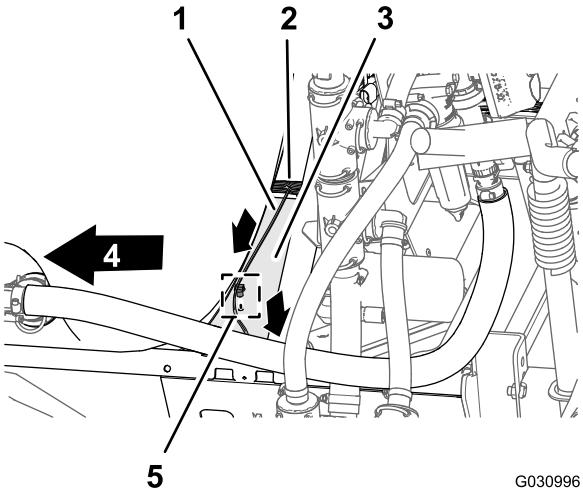

Figur 94
1. Før den 86,6 cm lange ledningssatsforgreningen for sprederpumpesolenoiden over toppen av sprederrammekanalen og ned mot sprederpumpesolenoiden (Figur 94).
2. Før inn skyvefestet til den 86,6 cm lange ledningssatsforgreningen i hullet i sprederrammekanalen (Figur 94).